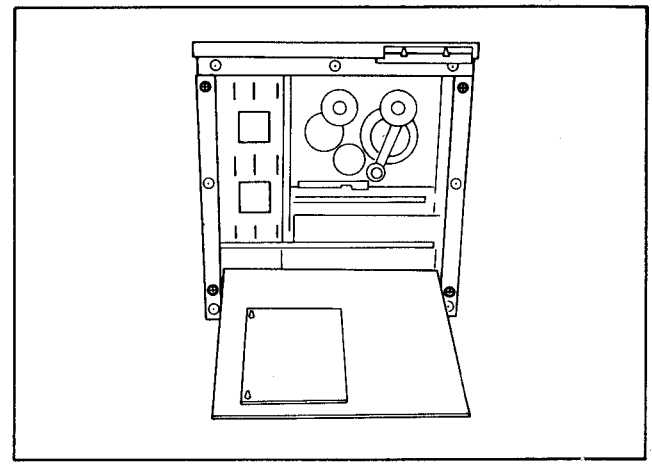

Figure D16
2. Open up the Servo & Video C.B.As. as shown in Figure D16.